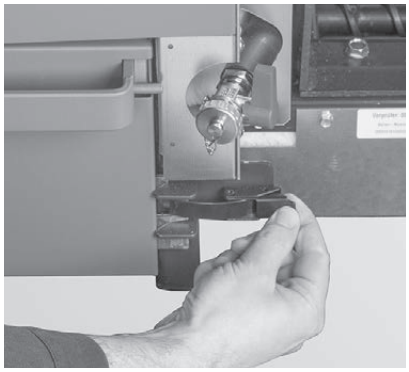

Fig. 78 Chiudere la chiusura a staffa di fissaggio
- ▶ Chiudere la chiusura a staffa di fissaggio – Fig. 78.